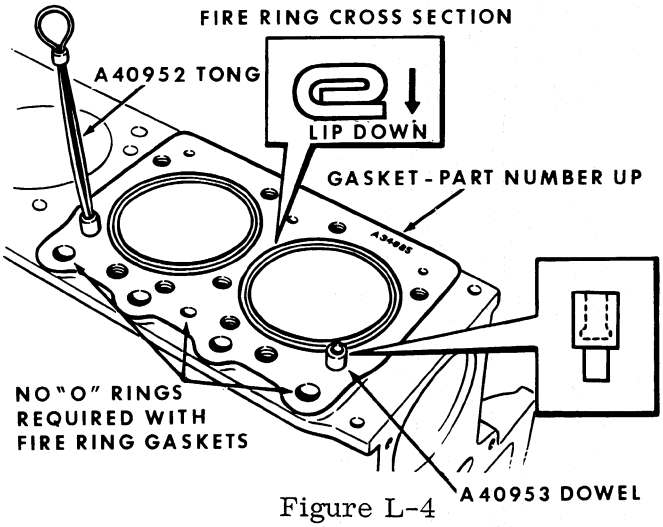

Figure L-4
5. Install cylinder head gaskets. **IMPORTANT** Two of the capscrew holes in the gasket are slightly smaller and act as guides to position the gasket as well as the fire ring, Figure L-4. Regular line-up studs could be used for most engines. In some instances it is very difficult to install the rear cylinder head due to the limited space in which to place the head when lowering it down over the long guide studs.